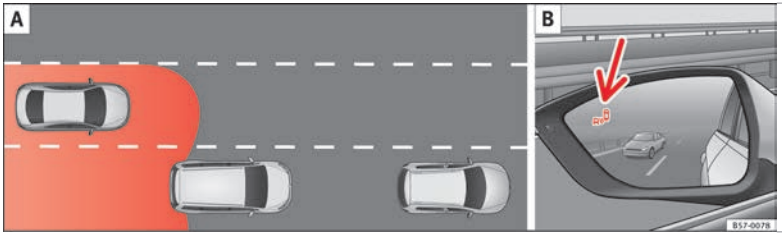
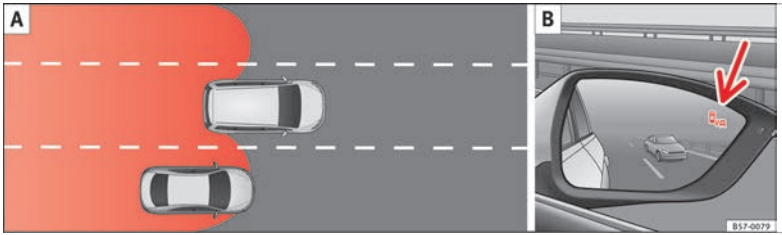

Rys. 203 Diagram schematyczny: A Wyprzedzanie w sytuacji obecności innych pojazdów jadących za samochodem. B Sygnalizacja systemu BSD w lewym lusterku bocznym.
Rys. 204 Diagram schematyczny: A Wyprzedzanie połączone ze zjazdem na prawy pas. B Sygnalizacja systemu BSD w prawym lusterku bocznym.
Czujniki radarowe znajdują się po obu stronach zderzaka, niewidoczne z zewnątrz ››› **rys. 202**. Czujniki monitorują zarówno martwe pole, jak i ruch drogowy za pojazdem ››› **rys. 203**, ››› **rys. 204**. Zasięg po bokach obejmuje nieco większy obszar niż szerokość pasa.
W następujących sytuacjach pojawi się sygnalizacja w lusterku bocznym ››› **rys. 203** B (strzałka) lub ››› **rys. 204** B (strzałka):
- Przy wyprzedzaniu samochodu przez inny pojazd ››› **rys. 203** A.
- Przy wyprzedzaniu innego pojazdu ››› **rys. 204** A przy różnicy prędkości wynoszącej ok. 10 km/h. Jeżeli wyprzedzanie ma miejsce przy znacznie większej różnicy prędkości, sygnalizacja nie pojawia się.